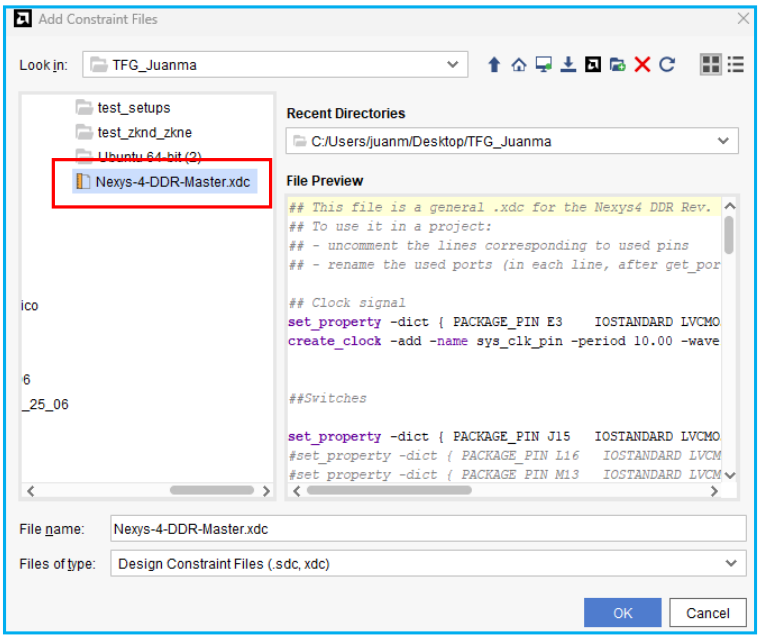

Fig.9. Ventana `Add Constraints Files`, se debe seleccionar el archivo `Nexys-4-DDR-Master.xdc`.
12. En la ventana `Add Constraints` se debe añadir el archivo de restricción de pines de la placa Nexys4 DDR `Nexys-4-DDR-Master.xdc` (Fig.9) disponible en: https://github.com/Digilent/digilent-xdc/blob/master/Nexys-4-DDR-Master.xdc